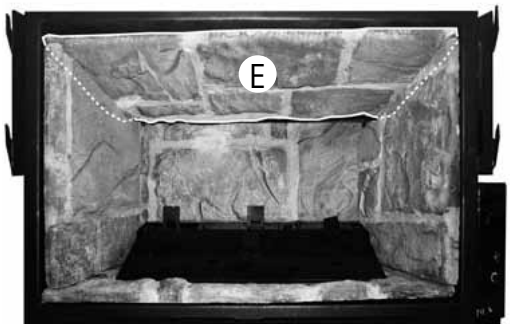

Figure 6
Step 4. Slide the top panel in place with the detailed side down. Make sure panel is positioned all the way back and resting on side panels. Top panel should be flush in front with the side panels. See ***Figure 6***.